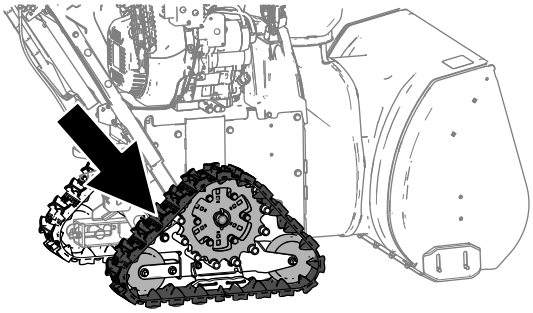

Figure 25
2. Exercez une force de 44 N (10 lbf) entre le galet central et le galet arrière (Figure 25).